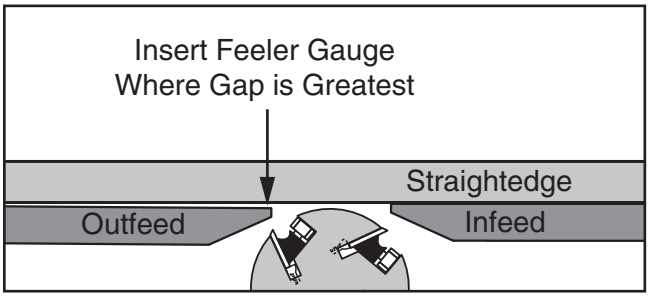

Figure 61. Example of feeler gauge location for checking table parallelism.
6. Insert feeler gauge between table and straightedge where gap is greatest (see **Figure 61**). Maximum allowable tolerance is 0.003".